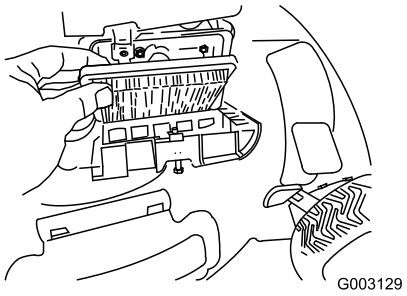

Figur 35
4. Sett på dekslet igjen (Figur 35).